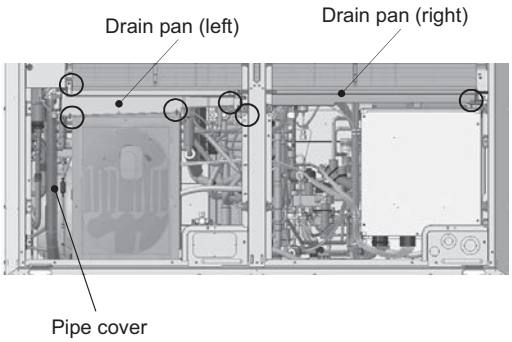

Figure 3
(3) Remove pipe cover. (See Figure 3.)
(4) Remove the left drain pan by unscrewing the two screws and cutting the two cable ties. (See Figure 3.)
(5) Remove the right drain pan by unscrewing the 2 screws. (See Figure 3.)